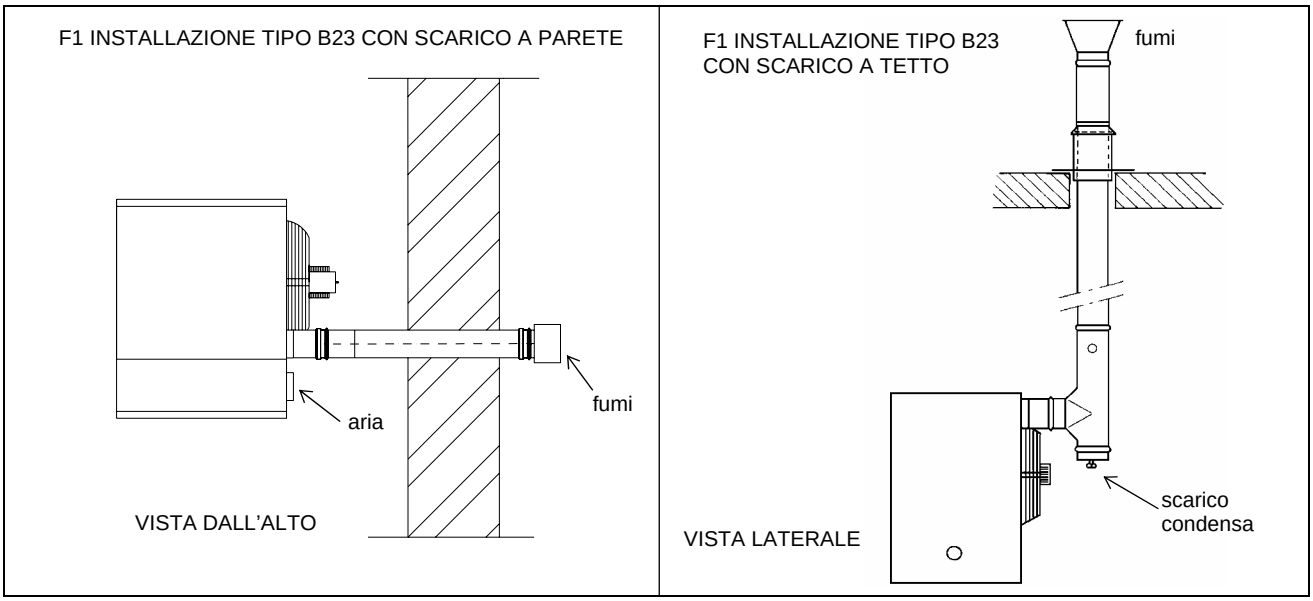
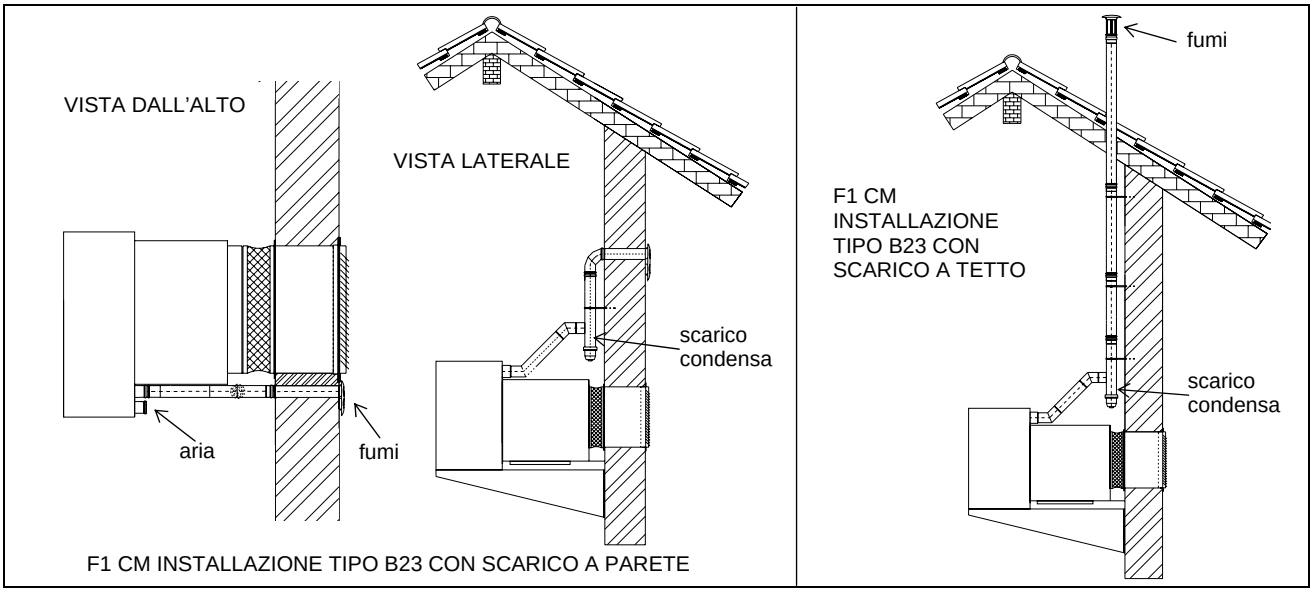

FIGURA 7 – F1 INSTALLAZIONE TIPO B23: CON SCARICO A PARETE E CON SCARICO A TETTO
FIGURA 8 – F1 CM INSTALLAZIONE TIPO B23: CON SCARICO A PARETE E CON SCARICO A TETTO
- installazione tipo **B_{23}**: questa tipologia prevede la presa d'aria comburente in ambiente e lo scarico dei fumi all'esterno attraverso un condotto apposito, che può essere sia orizzontale che verticale. In questo modo l'apparecchio non è stagno rispetto al locale (vedi FIGURA 7 e FIGURA 8).
Le lunghezze massime del tubo aria e del tubo fumi, in funzione del tipo di installazione realizzato, sono riportate in TABELLA 7. Le suddette lunghezze sono da intendersi INDICATIVE e in caso di installazioni standard in cui il tubo aria e il tubo fumi effettuano un percorso lineare come rappresentato nella FIGURA 7, FIGURA 8, FIGURA 10, FIGURA 11, FIGURA 12, FIGURA 13, FIGURA 14, FIGURA 15, o FIGURA 16.
Nel caso di installazioni di tubi fumi verticali, per evitare che eventuali gocce di condensa raggiungano l'aspiratore, è necessario prevedere sulla base del tubo fumi posto in verticale un elemento a "T" per la raccolta dell'eventuale condensa (FIGURA 7 – particolare VISTA DI LATO).